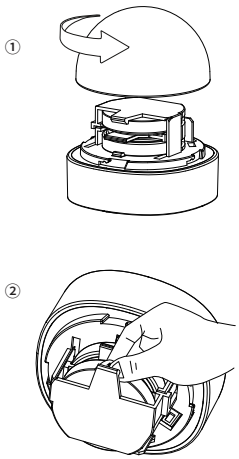

figure 2
2.Open the rear cover counterclockwise in the direction showed in the drawing, pull out the insulation gear plate and the product can be energized (as showed in Figure 2)